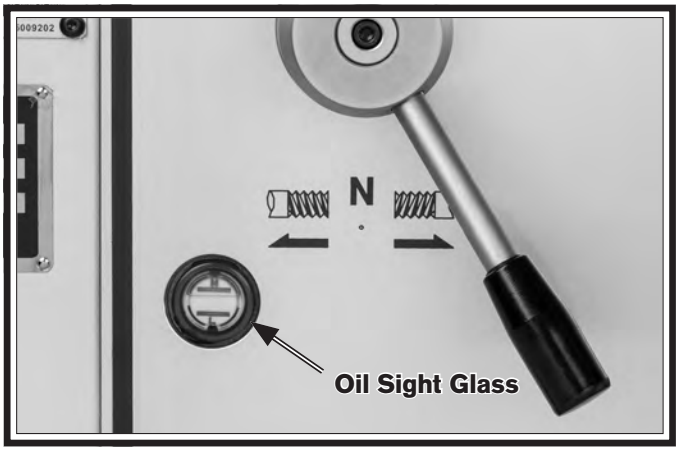
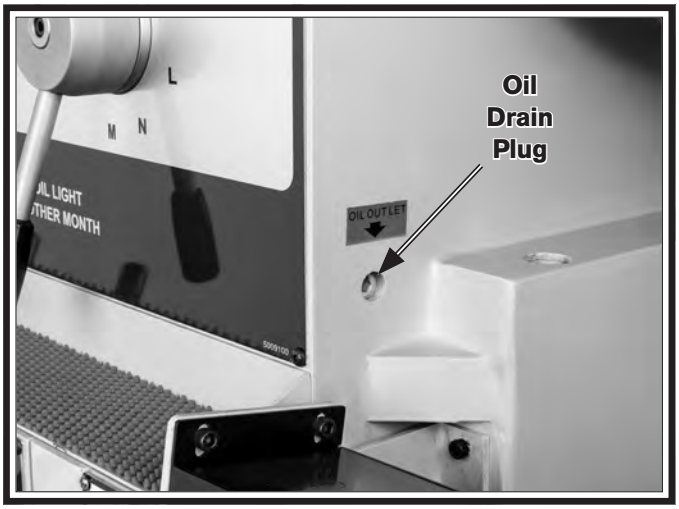

Figure 59. Headstock oil level sight glass.
Figure 60. Headstock oil drain plug.
3. Remove drain pipe plug (see **Figure 60**) and thread in 6" pipe section to serve as a oil drain spout.
5. Remove oil fill cap shown in **Figure 60**, and refill oil to full mark shown on sight glass in **Figure 59**.